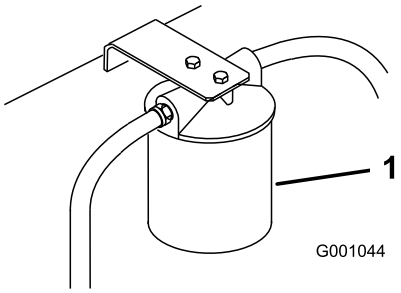

Figura 70
3. Coloque un recipiente bajo el filtro, retire el filtro usado y limpie con un paño la superficie de la junta del adaptador del filtro (Figura 70).